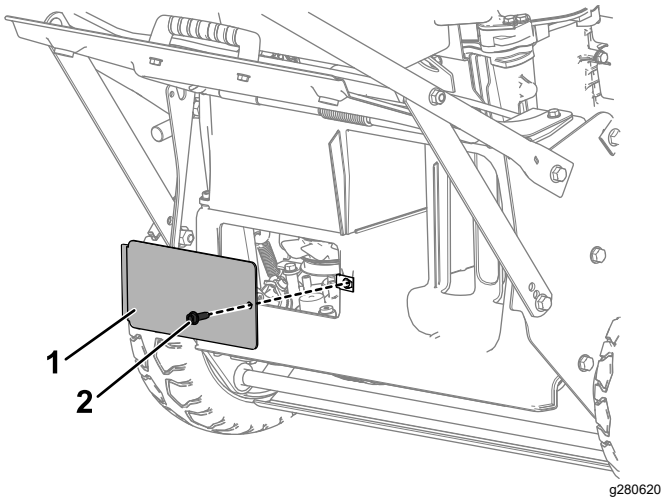

Figure 47
8. Déposez la plaque qui ferme l'ouverture arrière, située sous le déflecteur d'éjection arrière, en retirant le boulon qui la maintient en place (Figure 47).